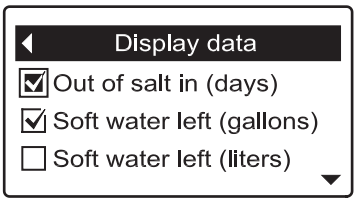

FIG. 112
4. Press the SELECT (○) button to display the Display data screen (See Figure 112).